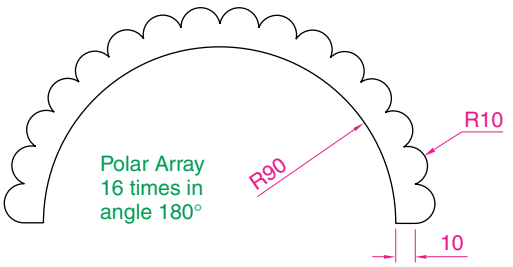

Fig. 5.56 Exercise 10
10. Construct the drawing in Fig. 5.56. All parts of the drawing are plines of width = **0.7**. The setting in the **Array** dialog is to be **180** in the **Angle of array** field.